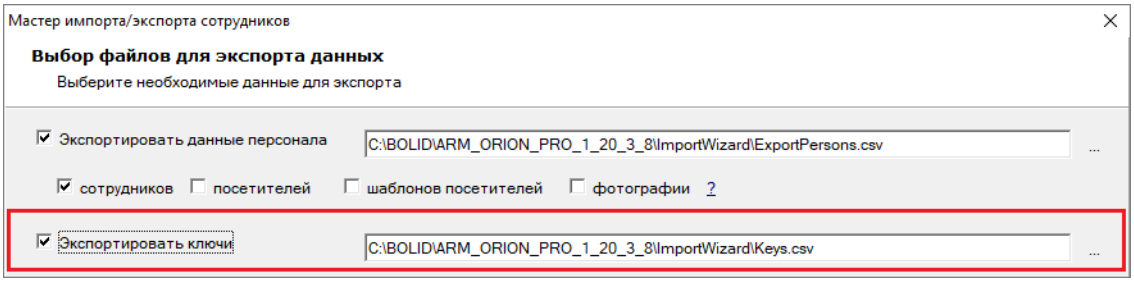

Рисунок 15-31 Выбор экспорта данных идентификаторов
– ***Экспортировать ключи*** – установите флаг напротив этого параметра, чтобы выбрать для экспорта из БД данные идентификаторов. После установки флага (см. Рисунок 15-31) станет доступно поле для определения адреса файла, в который будет осуществляться экспорт данных (по умолчанию – файл «Keys.csv» в папке «ImportWizard», расположенной в каталоге с установленным АРМ «Орион Про»);